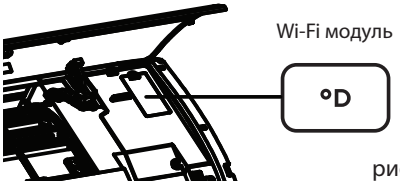

рис.2
4. В разъем подключения USB установите кабель-переходник, далее кабель-удлинитель и выведите за пределы корпуса. Рис.2